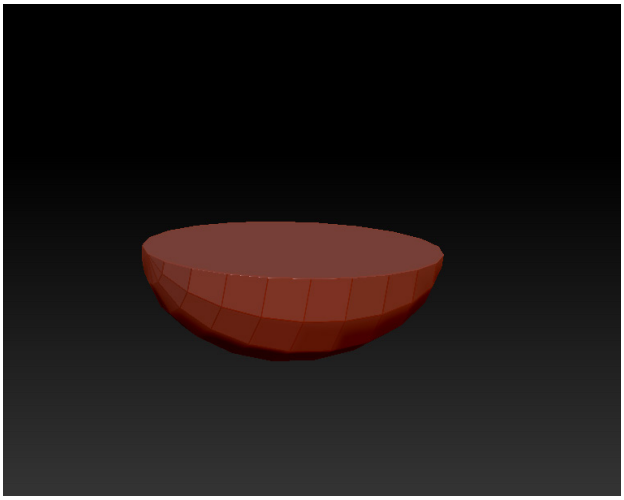

Figure 3-115 *Shape of the sphere changed*
4. In the **Initialize** subpalette of the **Tool** palette, set the value of the **X Size** slider to **66** and the **Coverage** slider to **180**. Figure 3-115 shows the changed shape of sphere.